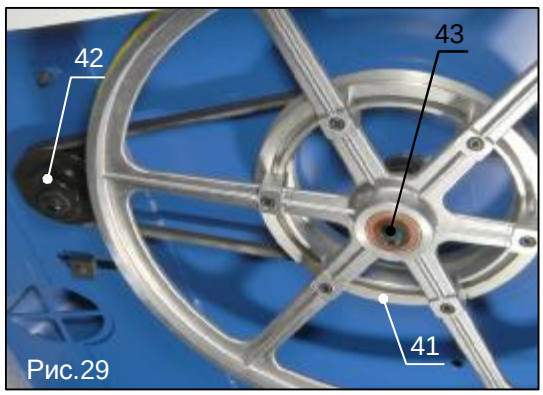

Рис.29
3. Установите ремень на больший шкив (поз.41, рис.29) нижнего маховика.
4. Открутите винт (поз.43, рис.29), крепящий нижний маховик.